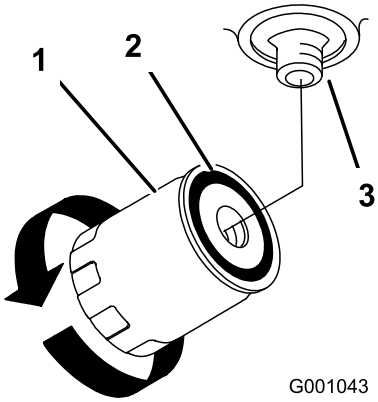

Figura 51
4. Localice el filtro debajo de la base del motor, y coloque un recipiente debajo del filtro (Figura 51).
5. Retire el filtro usado y limpie con un paño la superficie de la junta del adaptador del filtro (Figura 51).
9. Cuando el filtro hidráulico esté lleno, gire el filtro en el sentido de las agujas del reloj hasta que la junta de goma entre en contacto con el adaptador del filtro, luego apriete el filtro 1/2 vuelta más (Figura 51).